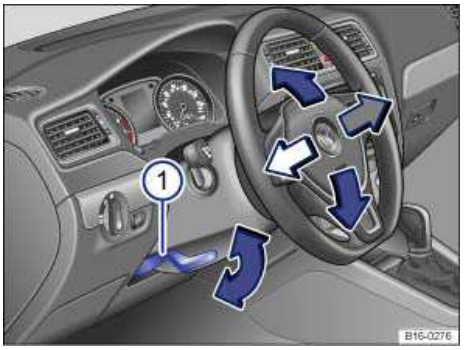

Fig. 42 Manual adjustment for the steering wheel position.
- Push down on the lever ⇒ fig. 42 (1).